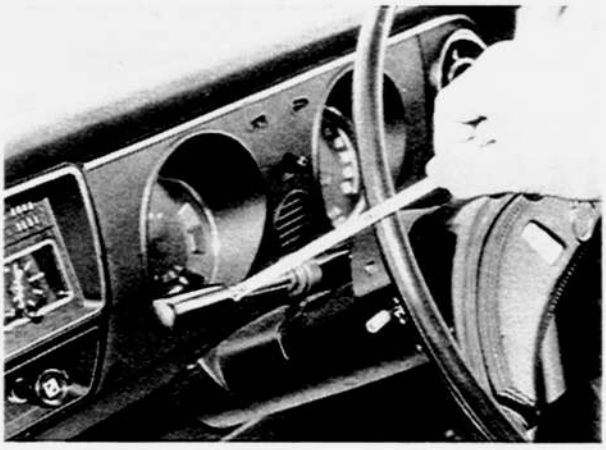

Fig. 7A–24 Change lever adjustment
2. When in neutral, adjust the length of the front selection rod by loosening the lock nut and turning the rod so that the distance between the steering wheel and the change lever becomes 85 mm (3.35 in) as shown in Fig. 7A–24.